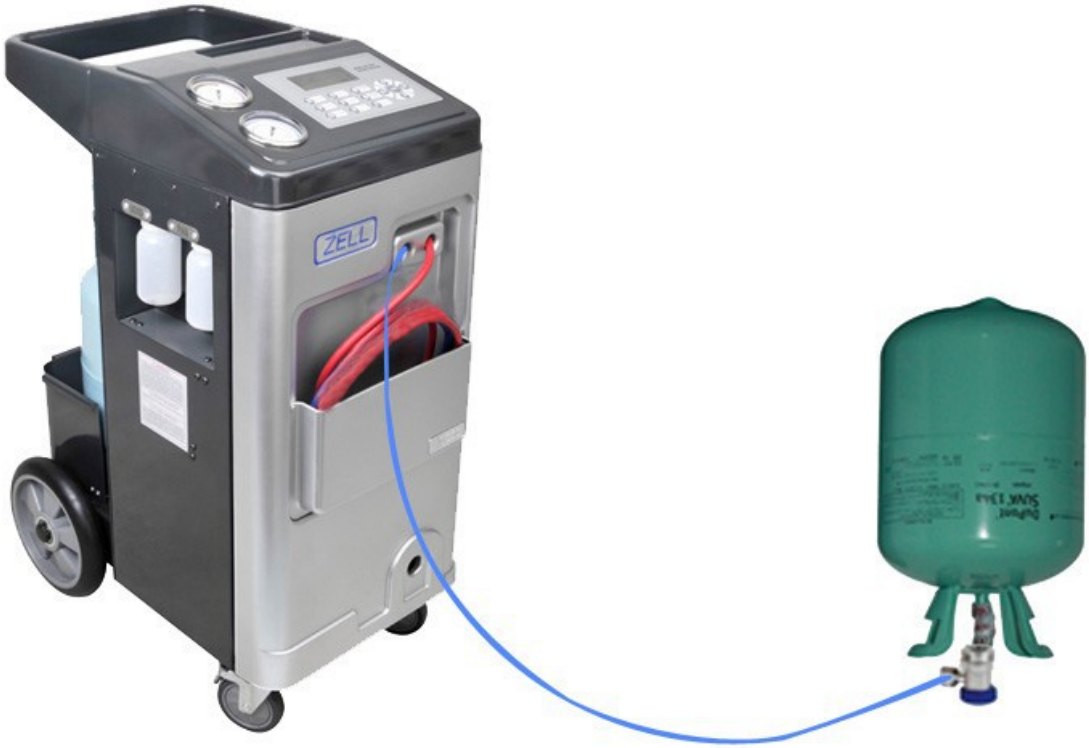

Рис. 4
1. В режиме ожидания установите разъем для заправки на баллон с хладагентом и зафиксируйте его, затем присоедините переходник НД с шлангом НД (синего цвета) к разъему, как показано на Рис. 4